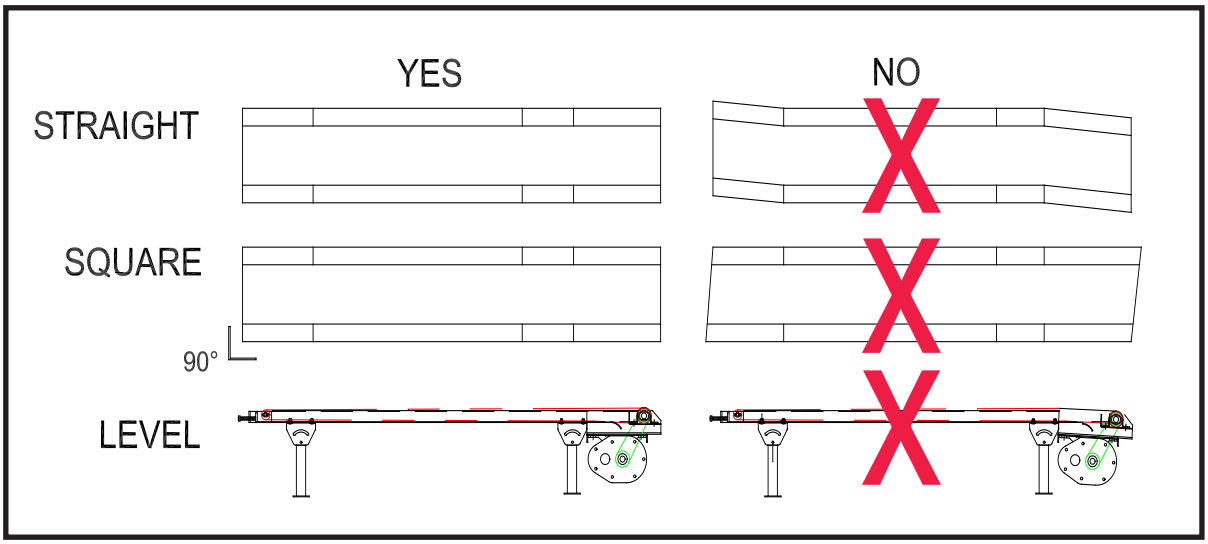

FIGURE 3
5. Bolt together conveyor frames finger tight. Square frames and make sure all frames line up with adjacent section before securing all bolts. See ***FIGURE 3***.